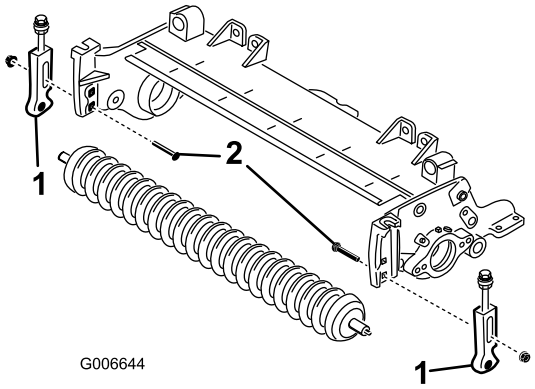

Figur 4
5. Ta bort vagnsbultarna och muttrarna som fäster klipphöjdsfästena vid klippenhetens sidoplåtar (Figur 4).
7. Ta bort klipphöjdsfästena och den främre rullen från klippenhetens sidoplåtar (Figur 4).